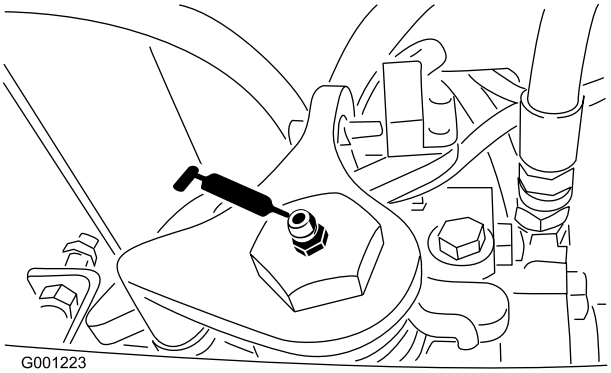

Figur 41
- Drivverksnøytral aksel (Figur 41)